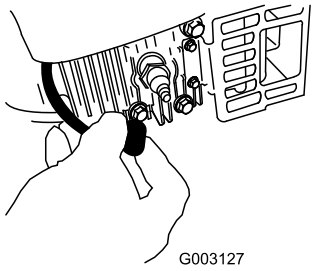

Figuur 32
2. Trek de bougiekabel los van de bougie (Figuur 32) voordat u onderhoudswerkzaamheden uitvoert.